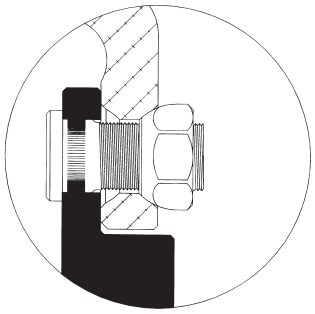

Figure 15
- For $1\frac{1}{8}$" -16 studs, use standard heavy truck steel disc wheel front or outer nuts. (See Figure 15.) If you are making a changeover from steel wheels, longer studs may be necessary to ensure that the stud is at least flush or extends through the nut.
- The outer cap nuts used on aluminum wheels are the same as shown in Figure 15 on page 46 ($1^{1}/_{8}$" - 16 thread).